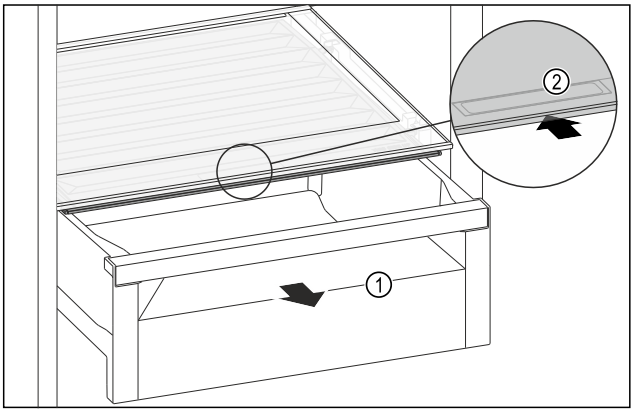

Fig. 213
▶ Retirer le tiroir *Fig. 213 (1)*.
▶ Saisir la poignée encastrée *Fig. 213 (2)* du couvercle du compartiment et pousser le couvercle du compartiment vers l'arrière.